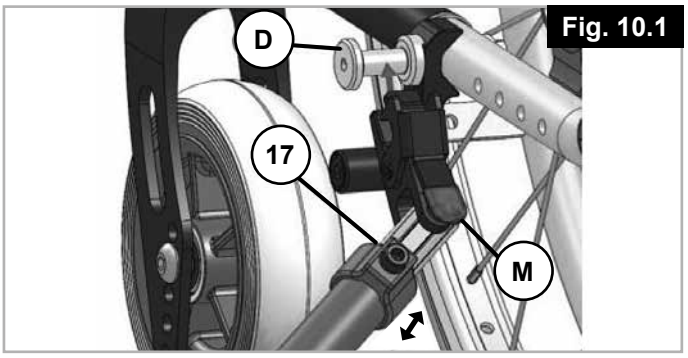

Fig. 10.1
10.1 Fixation du dispositif d'aide à la poussée sur le fauteuil (Fig. 10.1)